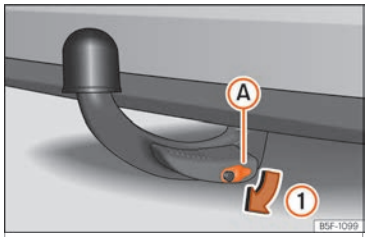

Fig. 299 Removing the lock cover.
• Remove cover Ⓐ from the lock in the direction of arrow ① ››› Fig. 299.